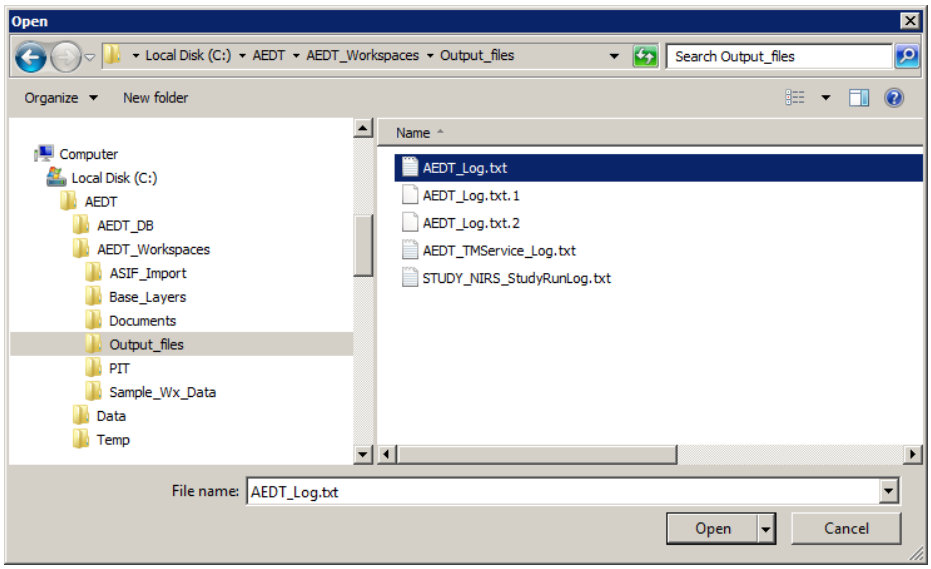

Figure 6-8 AEDT Log Files
5. Select the error file of interest and click the *Open* button (Figure 6-8).
AEDT2a divides the log files into 100 MB partitions in ascending numerical order. Errors occurring toward the end of the processing cycle will be located in the file without a number, named *AEDT_Log.txt*; while errors occurring toward the start of the processing cycle will be located in the greatest numbered file, such as *AEDT_Log.txt.10* in the sample log files shown in Figure 6-8. The number of log files is limited to 10. N-49